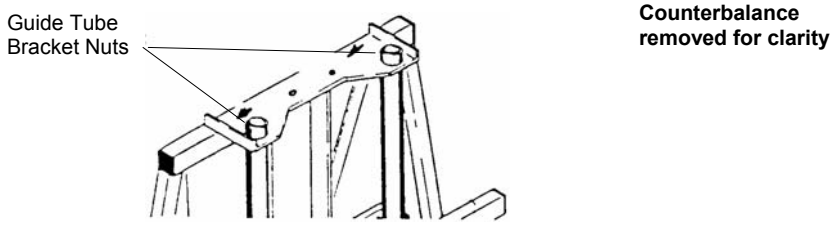

Figure 34: Aligning the Guide Tubes
1. Loosen the guide bracket nuts (Figure 34), but **do not remove** the bracket. Using a dead blow mallet, strike the bracket on the side and in the direction you wish the guides to go. **Do not strike the guides**.